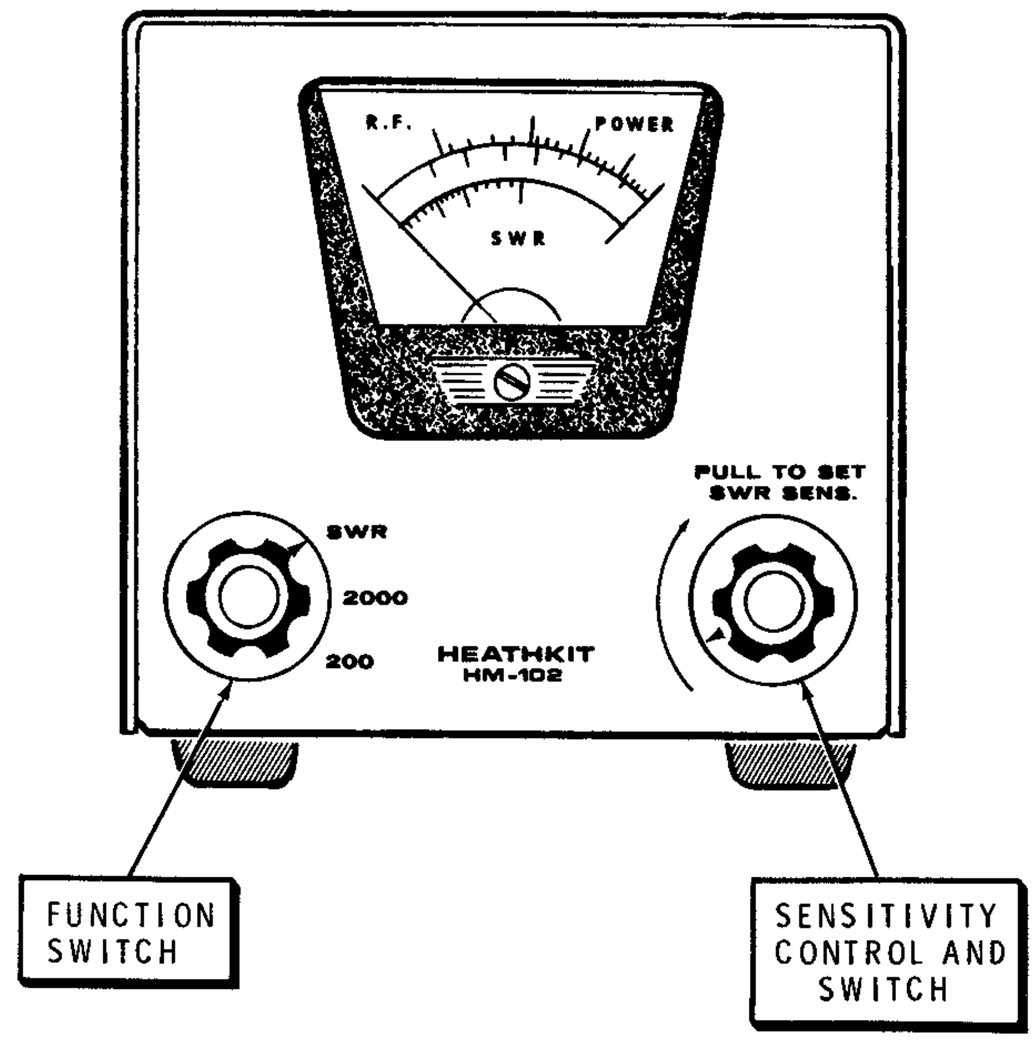

Figure 2
4.( ) Set the FUNCTION switch to 200. (See Figure 2.)